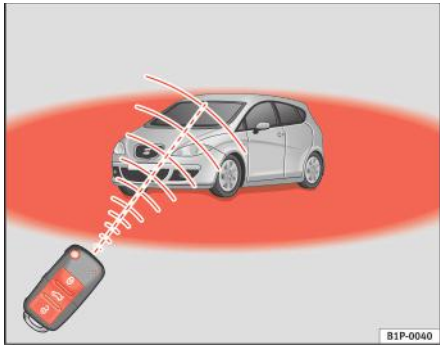

Fig. 62 Raza de acțiune a telecomenzii
- Telecomanda funcţionează numai dacă vă aflaţi în raza sa de acţiune ⇒ pagina 108, fig. 62 (zona roşie).
- Dacă automobilul este descuiat utilizând butonul 🔓 (1), acesta va fi încuiat din nou automat dacă niciuna dintre uşi sau portbagajul nu sunt deschise în interval de 30 de secunde de la descuierea automobilului. Această funcţie previne lăsarea automobilului descuiat dacă butonul de descuiere este apăsat accidental.